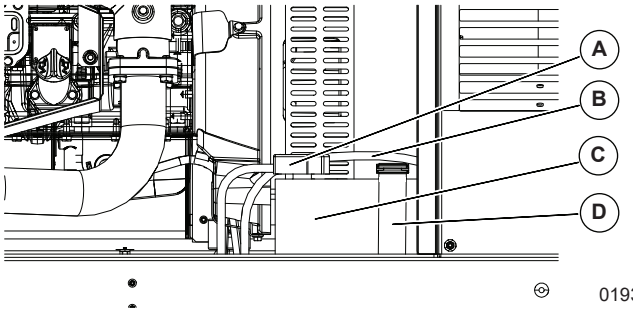

Figure 3-3. Battery Cable Connections
1. See ***Figure 3-3***. Loosen nylon strap (D) on battery tray.